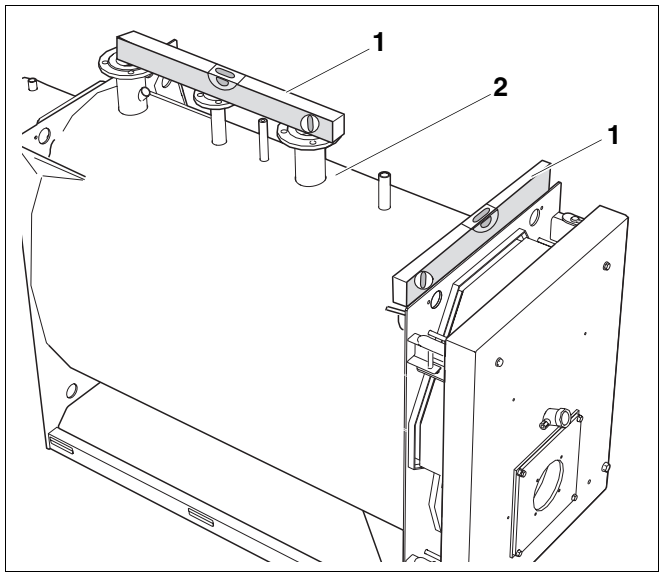

Rys. 8 Wypoziomowanie kotła grzewczego
Ustawienie kotła grzewczego (rys. 8, **poz. 2**) należy wyrównać w pionie i poziomie, aby nie dopuścić do gromadzenia się w nim powietrza.
- Wyrównać ustawienie kotła grzewczego (rys. 8, **poz. 2**) przy pomocy poziomicy (rys. 8, **poz. 1**) w pionie i poziomie w sposób przedstawiony na rys. 8.